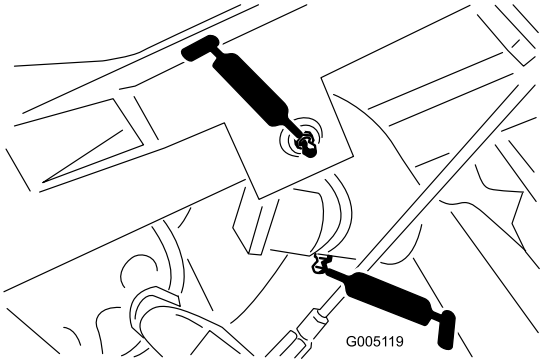

Figura 37
- Pivote del brazo de elevación (3) y bisagra del pivote (3) (Figura 37)